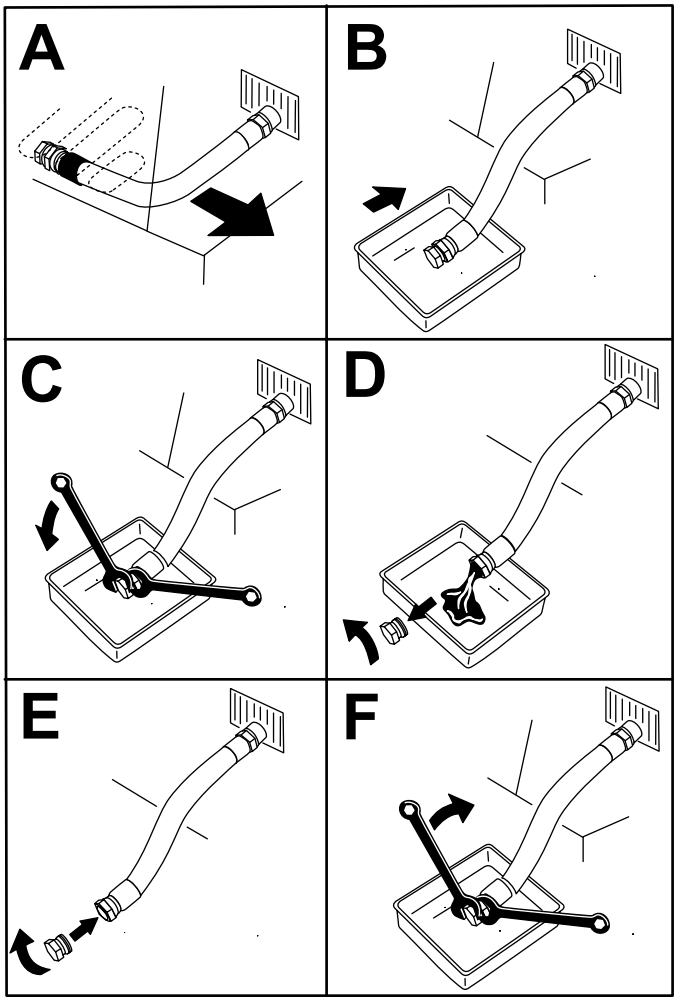

Figura 42
4. Purgue o óleo do motor (Figura 42).